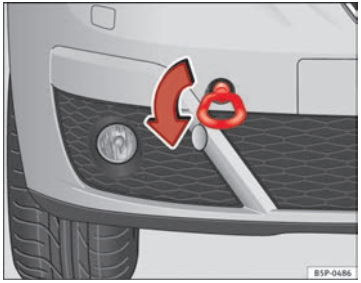
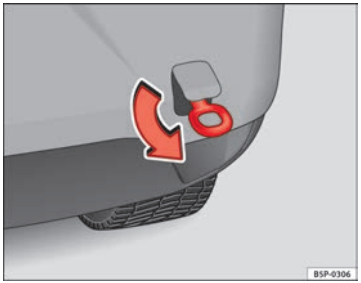

Fig. 207 The front right section of the vehicle: Fitting the front towing eye
Fig. 208 Fitting the towing eye to the rear of the vehicle
– Screw the towing eye as shown by the arrow *anti-clockwise* to the limit position in the front ⇒ fig. 207 or rear ⇒ fig. 208 threaded hole. ■